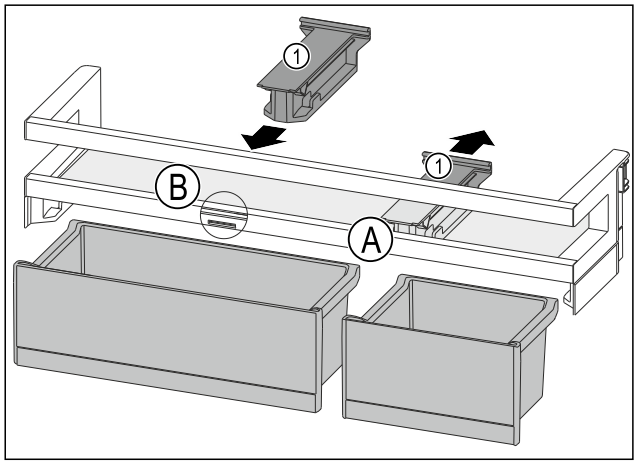

Fig. 116
▶ Desprindeți piesa de susținere *Fig. 116 (1)* din poziție *Fig. 116 (A)* spre spate.
▶ Introduceți piesa de susținere *Fig. 116 (1)* în poziție *Fig. 116 (B)*.